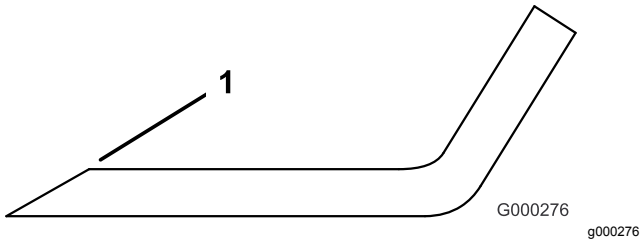

**Figuur 111**
3. Inspecteer de snijranden van alle messen en slijp de snijranden als deze bot zijn of bramen vertonen (Figuur 111).
**Opmerking:** Slijp alleen de bovenkant van de snijrand en behoud de oorspronkelijke snijhoek om te zorgen dat het mes scherp blijft (Figuur 111). Het mes zal in balans blijven als dezelfde hoeveelheid metaal aan beide snijranden wordt weggehaald.